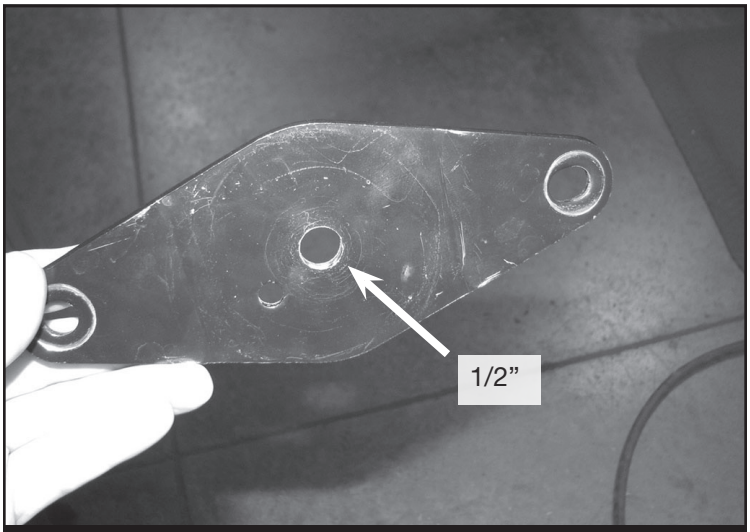

FIGURE 27 - STEP 34
34. Using a 1/2” drill bit. Drill out the center hole on the factory bumpstop mounting plate. **SEE FIGURE 27**